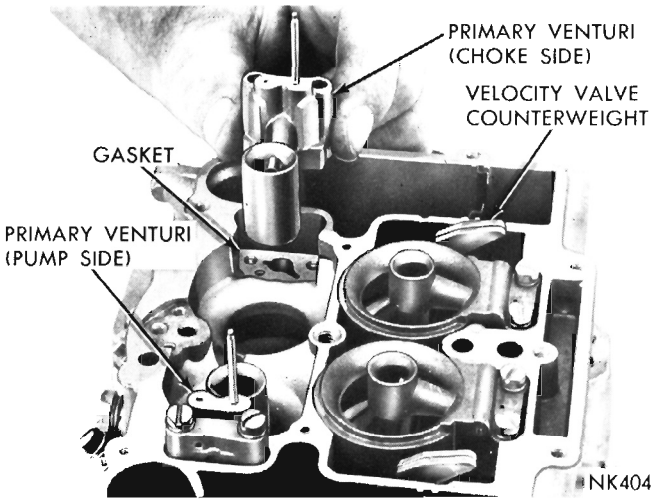

Fig. 5—Removing or Installing Primary Venturi Cluster
(4) Remove screws that attach primary venturi (choke and pump side) to main body. Lift venturi straight up and away from main body, (Fig. 5). Discard gaskets. **The venturi assemblies are not interchangeable, side for side and must be reinstalled in their original locations at reassembly.**
(2) Tap valves lightly in this position, tighten screws securely. Stake screws by squeezing with pliers.
(3) Turn idle mixture adjusting screws lightly against their seats, then back off one full turn for an approximate adjustment. **Do not use a screwdriver.** Install velocity valves.
(4) Place new secondary venturi gaskets in position, then install secondary venturi (pump and choke side) by lowering straight down on gaskets. Install attaching screws and tighten securely. **Be sure all the metering holes and vent tubes are clean, in both the primary and secondary venturi.**
(5) Place new primary venturi gaskets in position, then install the primary venturi (pump and choke side) by lowering straight down on gaskets. (Fig. 5). Install attaching screws and tighten securely.